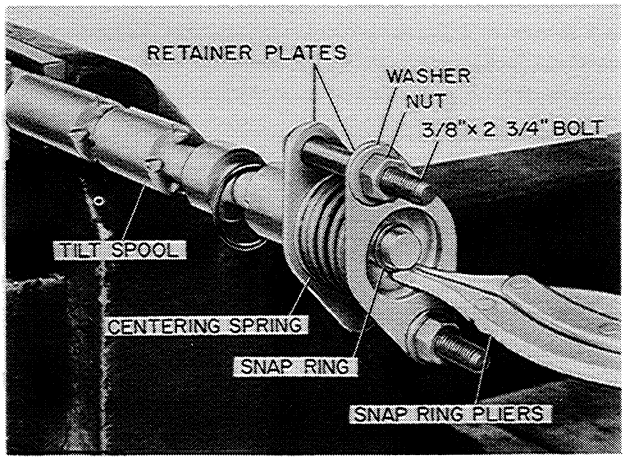

Figure D-30
1. To reassemble the Tilt Spool, place a retainer plate, spring retainer, spring, spring retainer, and retainer plate over the end of the spool. Compress the spring as shown in Figure D-30. Now install a new snap ring. Make sure the snap ring is fully seated in the groove. Then carefully remove the spring compressing device. Remove the Tilt Spool from the vise and place an "O" ring retainer and "O" ring over the eye end of the spool. Care must be taken to prevent cutting the "O" ring during installation.